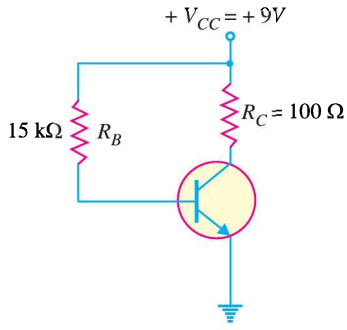

Fig. 9.54
12. The base bias circuit in Fig. 9.54 is subjected to a temperature variation from 0°C to 70°C. The β decreases by 50% at 0°C and increases by 75% at 70°C from its normal value of 110 at 25°C. What are the changes in I_C and V_{CE} over the temperature range of 0°C to 70°C ? **[I_C = 59.6 mA ; V_{CE} = 5.96V]**